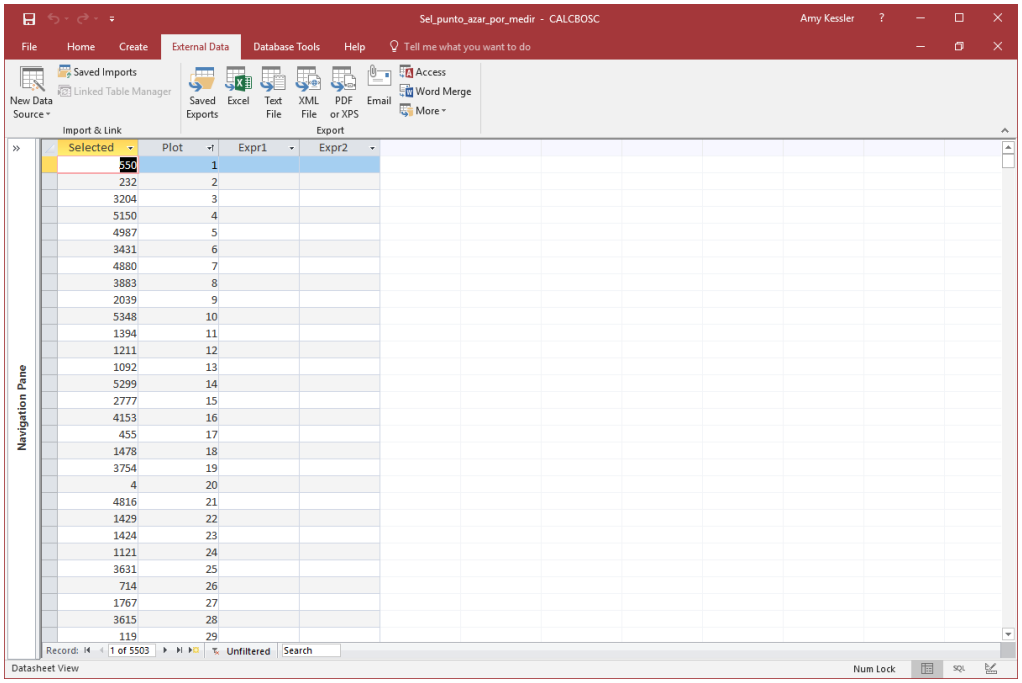

Figure 29. List of Random Plots
4.4 Finally, the following table should appear with the plots listed in a random order (Figure 29).